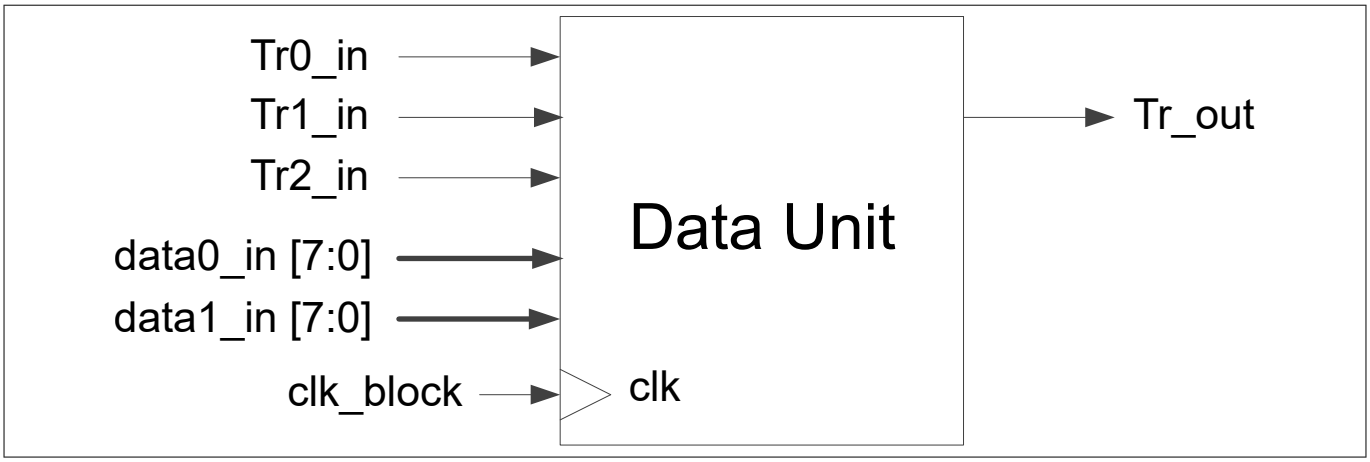

図 9　　データユニットのブロックダイヤグラム
2.4　　データユニット (DU)
各スマート I/O ブロックにはデータ ユニット (DU) コンポーネントが含まれます。DU はシンプルな 8 ビットデータ経路で構成されます。簡単なインクリメント, デクリメント, インクリメント/デクリメント, シフト, および AND/OR の動作を実行できます。DU は DATA0 (data0_in [7:0]) と DATA1 (data1_in [7:0]) の 2 つのビットデータ入力に基づいてプログラマブル出力 (Tr_out) 信号を生成できます。フリップフロップにより内部状態は保持されます。DU 動作は最大 3 つの入力信号 (Tr0_in, Tr1_in, Tr2_in) で制御できます。図 9 にデータユニット (Data Unit) の基本ブロックダイヤグラムを示します。